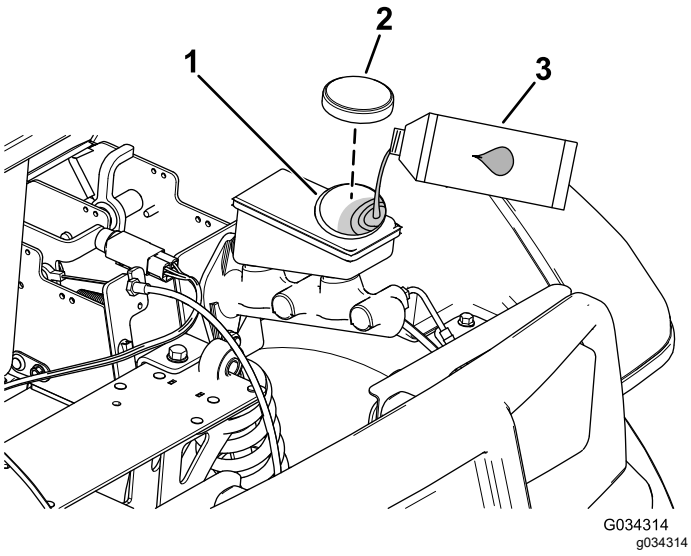

Figur 55
2. Lyft upp motorhuven så att du kommer åt huvudbromscylindern och behållaren (Figur 55).
A. Rengör området kring tanklocket och ta av locket (Figur 55).
C. Sätt tillbaka behållarens lock (Figur 55).